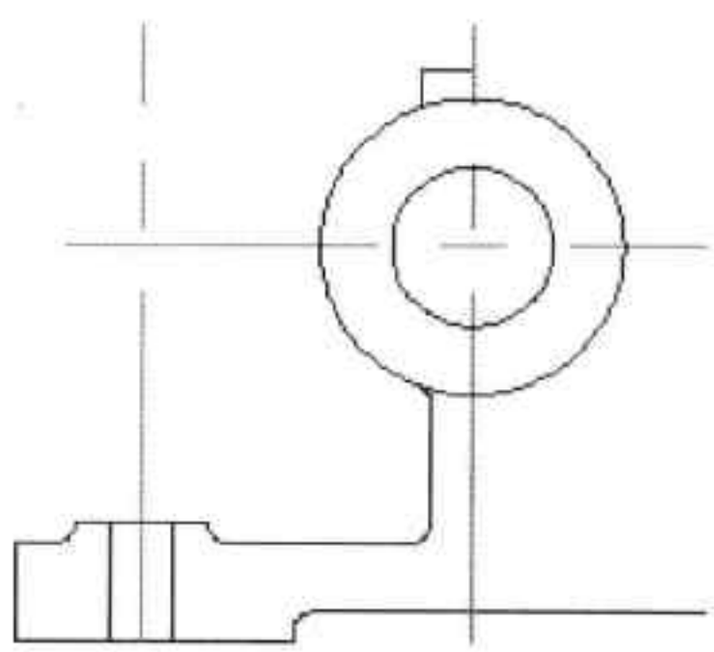

图21-75 添加圆角
Step 34 执行“圆角”命令，设置圆角半径为 2，为图形添加圆角，如图 21-75 所示。